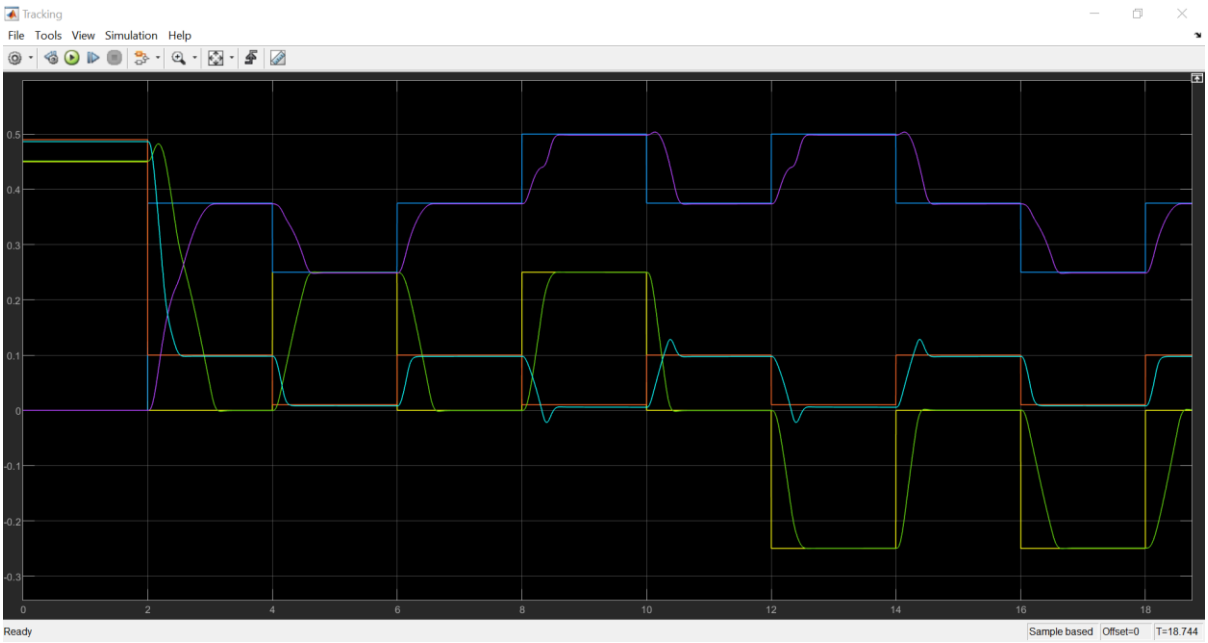

Figure 2.5: Sample result showing commanded and actual end-effector positions
5. Use the Tracking scope to monitor the desired and actual end-effector positions as the manipulator follows the learned waypoints. Sample results are shown in Figure 2.5.